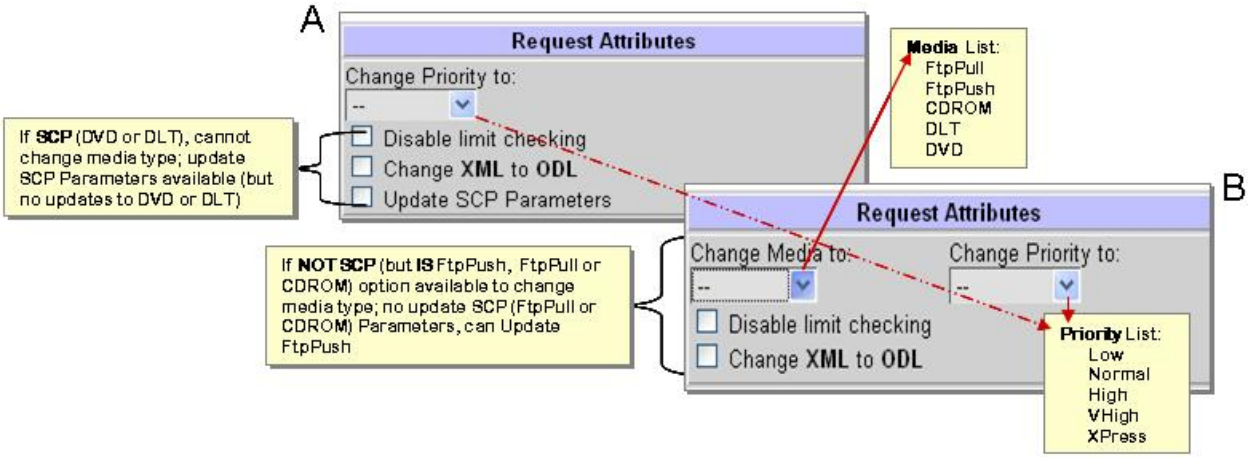

Figure 15.6-7. Request Attributes
14 Changing attributes (Figure 15.6-7 Request Attributes) of a granule will alter its characterization or features. Several changes to a granule attributes includes:
- **Update <media type> Parameters** – option allows for editing of existing selected media type when the intervention is closed. This option varies according to type of media e.g., if media type is SCP or FtpPush, this option is available; otherwise no action to update media parameters can be performed or is displayed. Example displays variation in Frames A and B of Figure 15.6-7 Request Attributes.